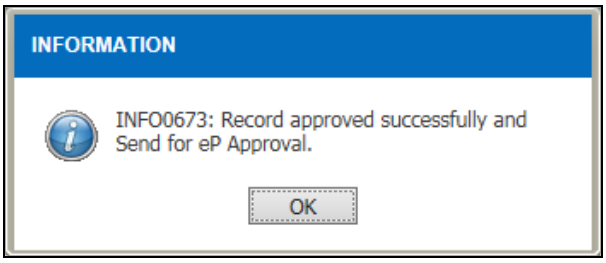

Figure 3.1.7-8 Information Message
- *Click on the* Yes *button to approved record and information message will be display as Figure 3.1.7-8*